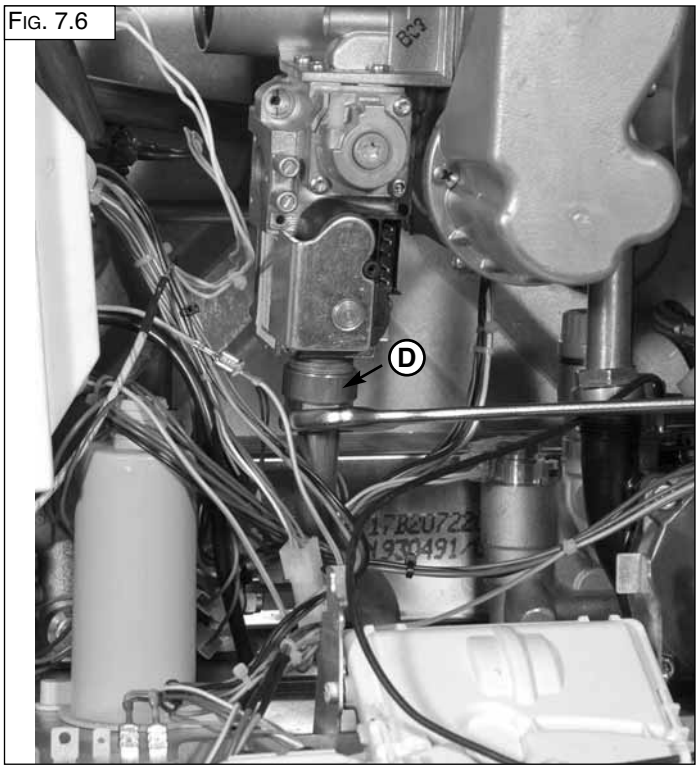

FIG. 7.6
2. Loosen the nut **"D"** under the gas valve (FIG. 7.6);